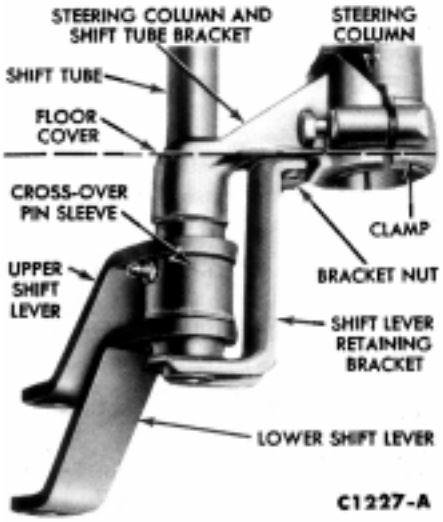
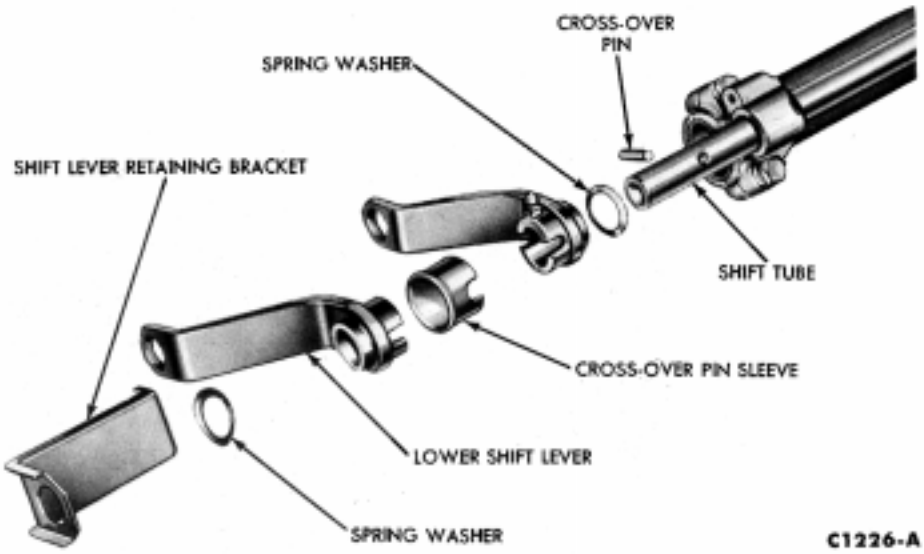

FIG. 6—Steering Column, Shift Tube, Bracket and Shift Levers Disassembled
FIG. 7—Shift Levers Disassembled
3. Disconnect and remove the steering column-to-instrument panel clamp. Remove the two clamp bolts and the clamp that holds the steering column to the floor-mounted bracket (Fig. 6).
6. Position the shift tube in a vise and remove the bolt that secures the shift lever retaining bracket to the floor-mounted shift tube retaining bracket (Fig. 6). Remove the shift lever retaining bracket and spring washer. Slide the lower shift lever and cross-over pin sleeve from the shift tube (Fig. 7). Remove the cross-over pin, and slide the upper shift lever and spring washer from the shift tube.
1. Transfer the shift tube retaining bracket from the old shift tube to the new tube. Position the spring washer and upper shift lever on the shift tube, and install the cross-over pin. Position the cross-over pin sleeve, and slide the lower shift lever and spring washer on the shift tube (Fig. 7).
2. Position the shift lever retaining bracket, and install the bolt securing the shift lever retaining bracket to the shift tube retaining bracket (Fig. 6). Place the upper spring in the shift tube and position the shift tube assembly in the vehicle.